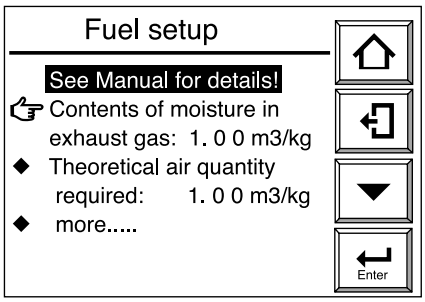
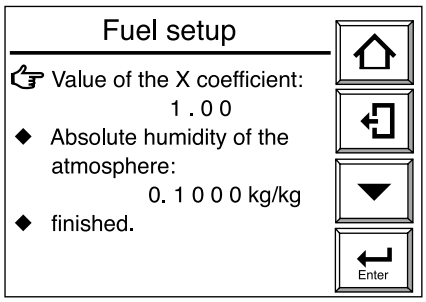

Figura 8.18 Fuel Setup
Figura 8.19 Fuel Setup
(1) Premere il tasto Configurazione nel display base per visualizzare il display Esecuzione/Configurazione.
(2) Selezionare Setup nel display Esecuzione/Configurazione. Viene visualizzato il display “Commissioning” (Configurazione).
(3) Selezionare Others nel display e quindi selezionare Fuel setup, come illustrato nella figura 8.18.
(4) Scegliere la quantità teorica d’aria ed il tenore d’acqua nel gas di scarico. Viene visualizzato quindi il display di immissione dei dati numerici. Immettere i dati numerici utilizzando il tasto numerico.
(5) Scegliere “more” nel display Fuel setup. Viene visualizzato quindi il display Fuel setup illustrato nella figura 8.19.
(6) Impostare il dato numerico in “Value of the X coefficient” e quindi in “Absolute humidity of the atmosphere.”